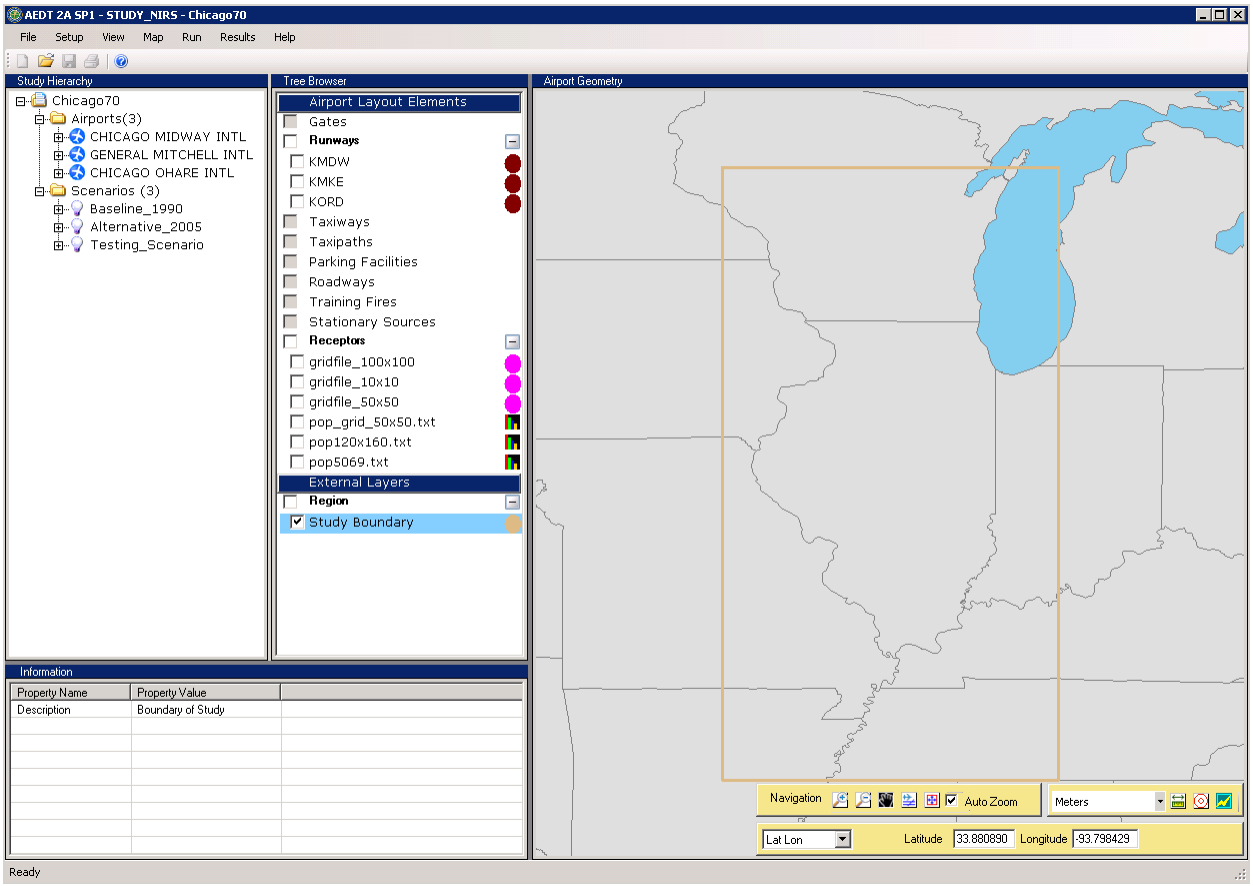

Figure 6-3 Study Boundary in Airport Geometry
2. The study boundary is display in the Airport Geometry (Figure 6-3) and a new study boundary layer is displayed under the Region category in the Tree Browser.